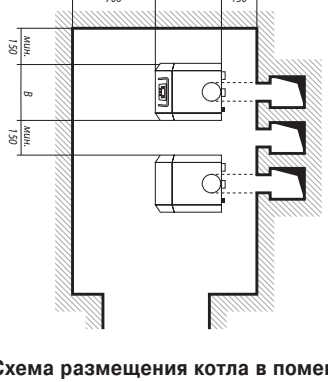

Рис. 4. Схема размещения котла в помещении
4.4. Необходимо оставлять свободное пространство вокруг котла для безопасного проведения сервисного обслуживания и ремонтных работ. Рекомендованные минимальные расстояния указаны на схеме (рис.4).